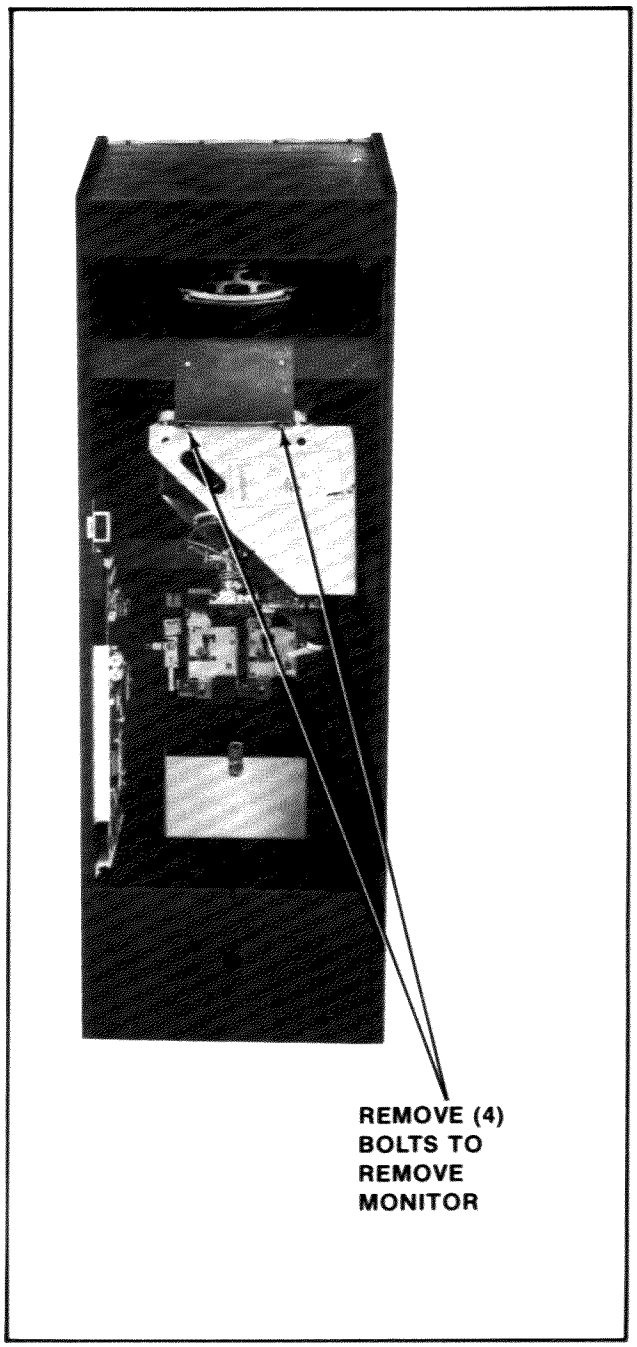

Figure 16 Removing monitor — Mini game
2. **MINI MODEL:** See Figure 16.
The monitor is removed by supporting it and pulling straight back as shown in Figure 16.